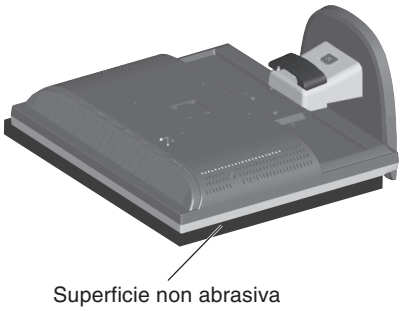

Figura R.1
2. Sistemare il monitor verso il basso su una superficie non abrasiva (**Figura R.1**).
1. Sistemare il monitor verso il basso su una superficie non abrasiva (**Figura R.1**).